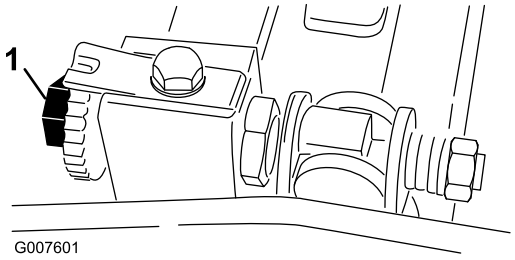
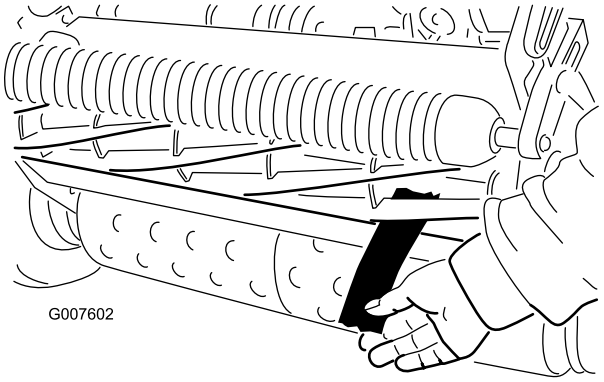

Figur 39
Figur 40
2. Sørg for, at der ikke er kontakt med knivcylinderen, ved at dreje bundtværstangens justeringsskruer mod uret (Figur 39).
4. Indsæt et langt stykke avispapir mellem knivcylinderen og bundkniven i den ene ende af cylinderens forside (Figur 40). Mens du langsomt drejer knivcylinderen fremad, skal bundtværstangens justeringsskrue drejes med uret (i samme ende af cylinderen), med ét klik ad gangen, indtil papiret klemmes let, når det sættes ind fra forsiden, parallelt med bundkniven. Dette bevirker, at der føles en let modstand, når der trækkes i papiret (Figur 39).
6. Når justeringen er udført, skal du kontrollere, at knivcylinderen kan klemme papir fast, når det indsættes forfra, og at den kan klippe papir over, når det indsættes i en ret vinkel i forhold til bundkniven (Figur 40). Det bør være muligt at klippe papir over med et minimum af kontakt mellem bundkniven og cylinderknivene. Hvis knivcylinderens modstand er for stor (mere end 0,79 Nm), skal klippeenheden enten baglappes eller slibes for at opnå de skarpe ægge, der er nødvendige til præcisionsklipning (se Toro-vejledningen om slibning af knivcylinderen).